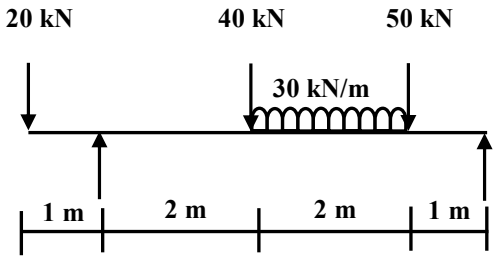

Figure-3 Q-b (a) OR
Q.3 **(a)** Draw shear force and bending moment diagram for a beam given in **figure-3.** **07**